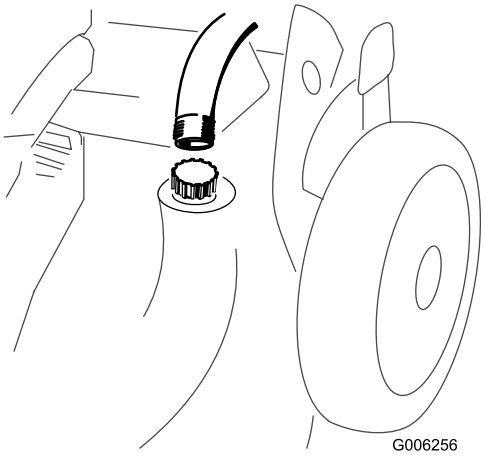

Bild 36
3. Befestigen Sie einen Gartenschlauch, der an einen Wasserhahn angeschlossen ist, am Wasseranschluss am Rasenmähergehäuse (Bild 36).